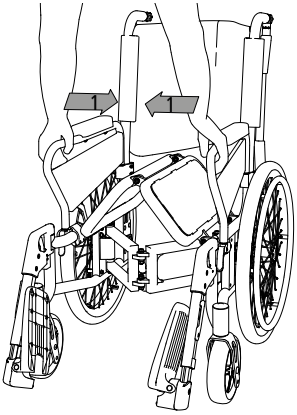

afb. 30
6. Pak nu beide zijdelen aan de voorkant vast en druk deze naar elkaar toe. De rolstoel klapt nu in. (1, afb. 30).